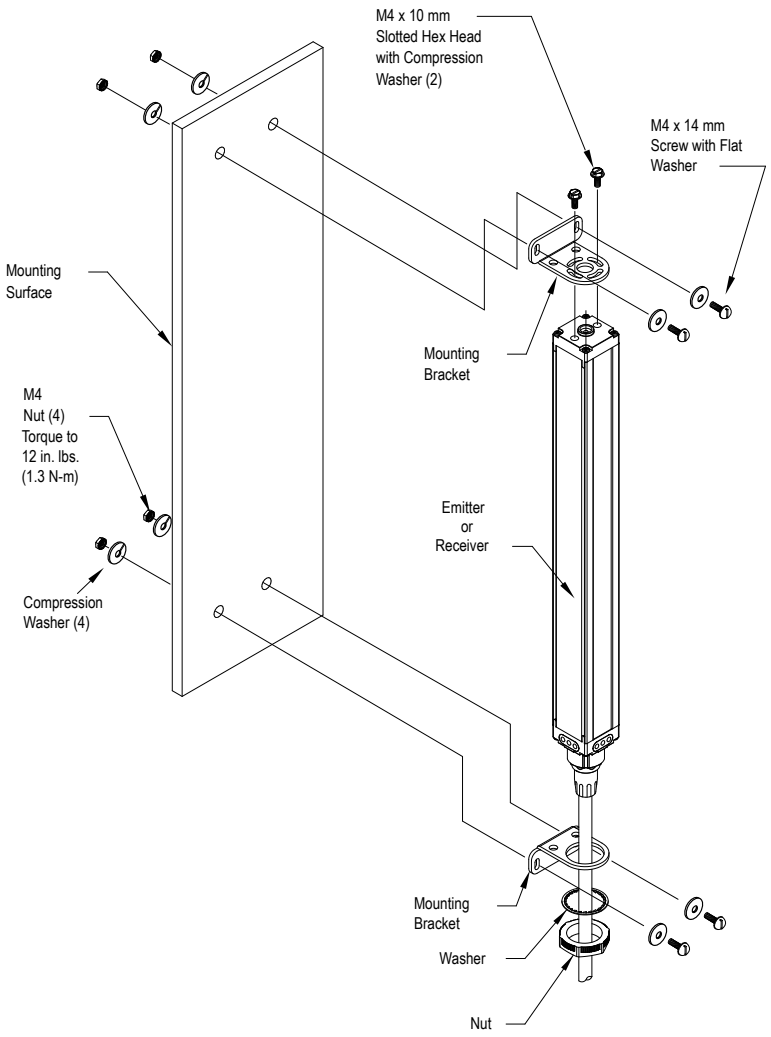

Figure 4. MINI-ARRAY emitter and receiver mounting hardware
1. Mount the emitter and receiver in their mounting brackets (see *Figure 4* on page 7).